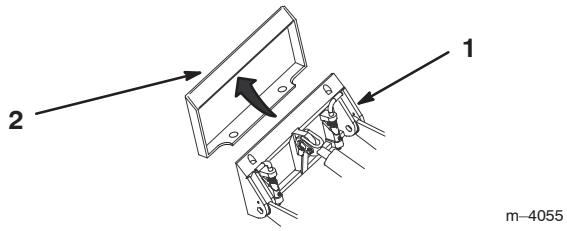

Figure 12
4. Position mount plate into the upper lip of the attachment receiver plate (Fig. 12).